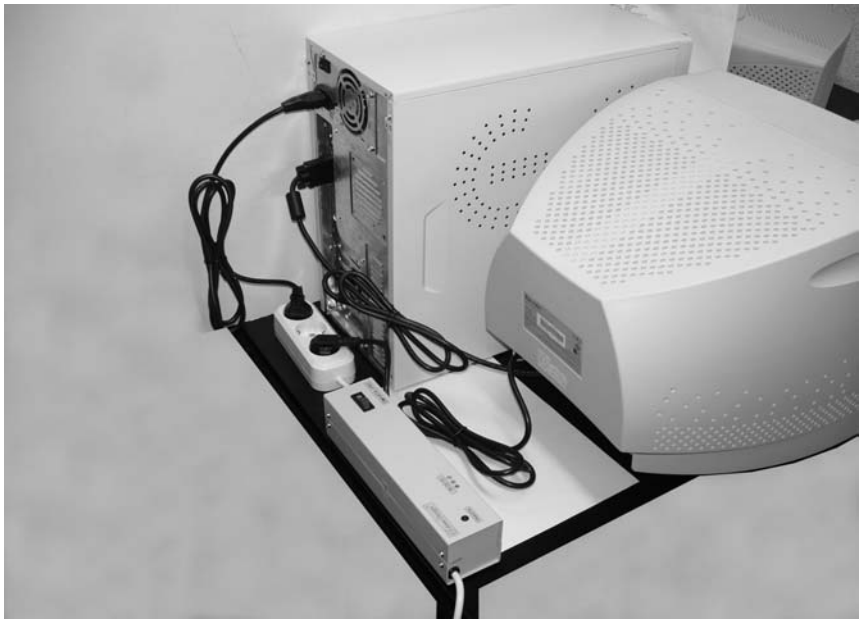

Рис. 1.
*) При установке согласно рис. 1.
2.2.3. Подключите к розеткам Изделия вилки сетевых шнуров системного блока и монитора защищаемого компьютера, уложив шнуры электропитания и соединительный кабель «монитор - системный блок» как указано на рис. 1.